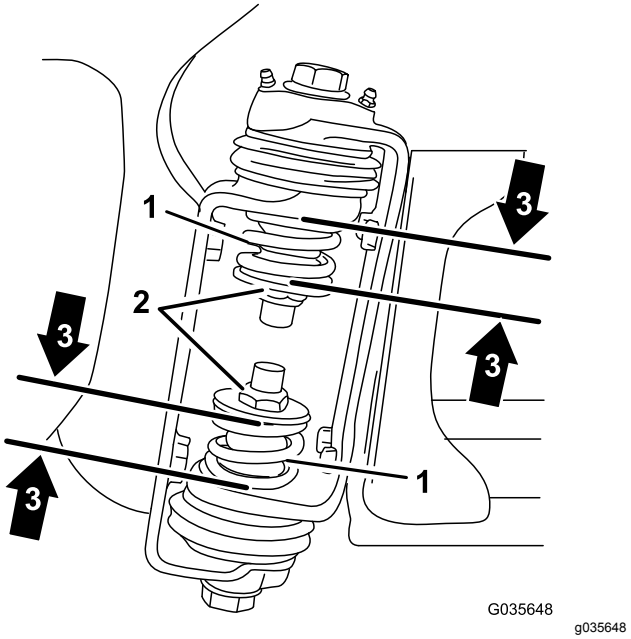

Figur 49
3. Mål kompressionen af den øverste og nederste fjeder ved sektionshængslet, mens sektionerne er i forlænget position (Figur 49).